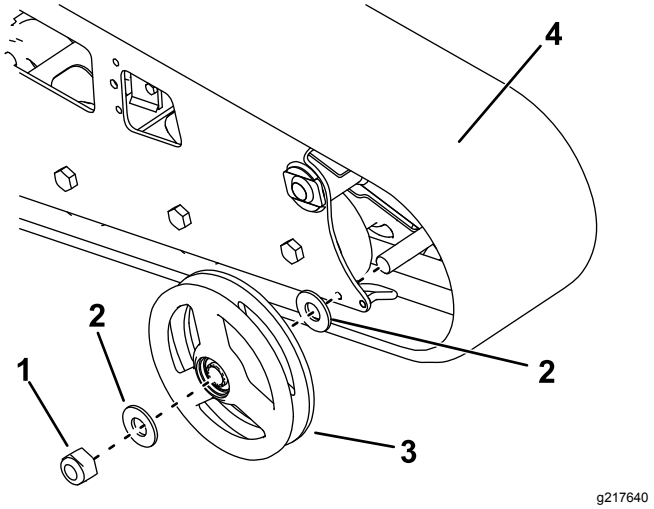

**Figuur 66**
7. Verwijder de moer waarmee het buitenste voorwiel is bevestigd en verwijder het wiel (Figuur 66).
8. Verwijder de rupsband (Figuur 66).
9. Trek de 2 grote ringen uit de buitenste wielen, 1 aan elke zijde van elk wiel (Figuur 66).
12. Plaats de nieuwe rupsband (Figuur 66).
13. Monteer het buitenste voorwiel en zet het vast met de moer die u eerder hebt verwijderd (Figuur 66).